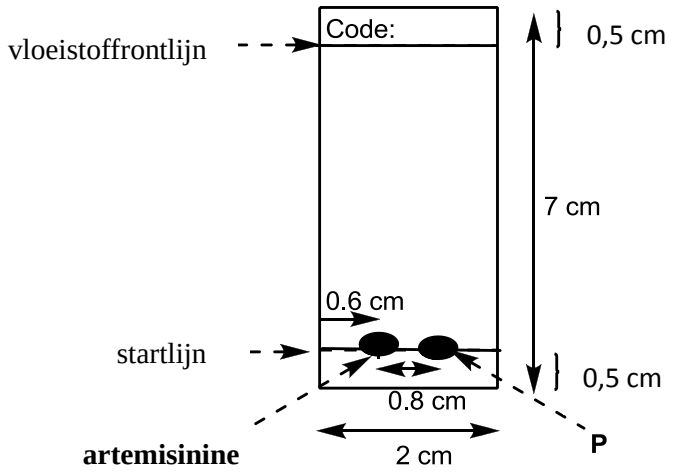

Figuur 2.2. Instructie voor de preparatie van de TLC plaat.
1. Controleer je TLC plaat voor gebruik. Ongebruikte beschadigde platen kunnen op verzoek zonder strafpunten worden omgeruild. Gebruik een potlood om de startlijn aan te geven en teken ook de vloeistoffrontlijn **precies zoals in figuur 2.2 is weergegeven.** Zorg dat je vloeistoffrontlijn ook inderdaad eindigt bij de getekende potloodlijn. Schrijf met potlood je studentcode bovenaan de TLC plaat.
3. Breng met twee verschillende glascapillairen een monster van de artemisinine-oplossing en je eigen product aan op de TLC plaat zoals weergegeven in figuur 2.2.